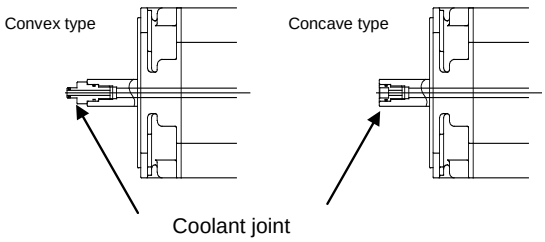

Fig. 3: Examples of coolant joints
- Check whether coolant leaking from the coolant joint does not leak from the coupling. (See Fig. 3.)